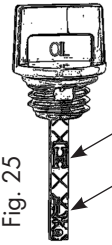

Fig. 25
- Read the oil level, see also Fig. 25.
There must be an oil film between the upper and lower markings. If there is no oil film, the oil level is too low, Fig. 25. Top up with more oil. H- High stands for maximum. L-Low stands for minimum.